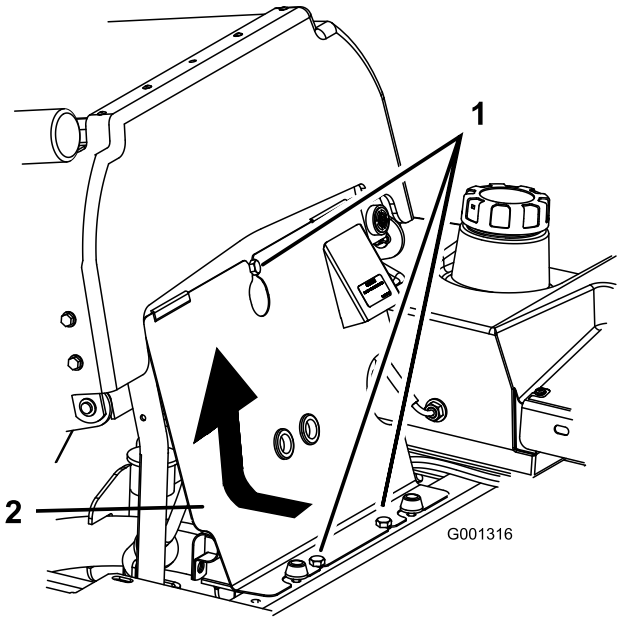

Figur 38
1. Tippa sätet framåt, lossa bultarna och demontera den främre motorkåpan (Figur 38).